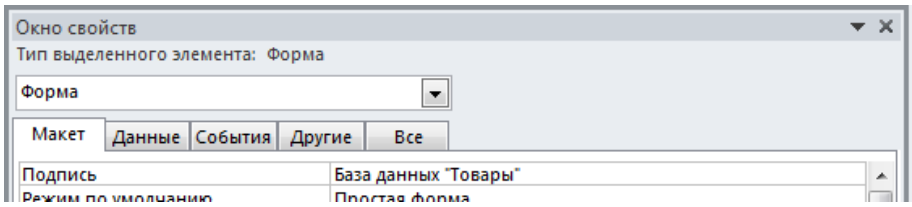

Рис. 7.16. Подпись формы
3.2. На вкладке *Конструктор* в разделе *Сервис* нажимается кнопка *Страница свойств*. В окне свойств на вкладке *Макет* в строке *Подпись* записывается название формы (рис. 7.16).